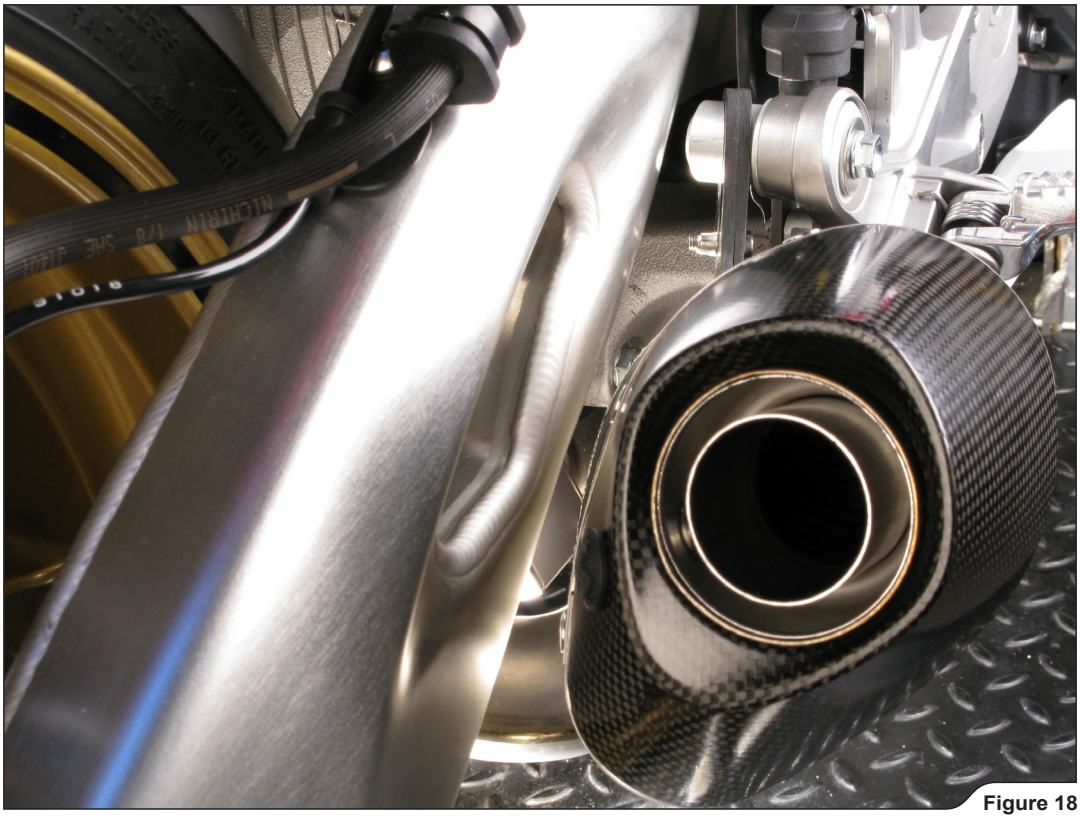

Figure 18
9. Align the muffler in respect to the swing arm (to gain as much ground clearance as possible) and tighten the marked bolts and clamp to the specified torques **(Figure 18, 19, 20).**